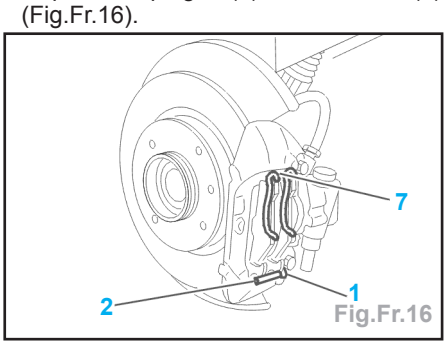

Fig.Fr.16
- Déposer l'épingle (1), la clavette (2) (Fig.Fr.16).